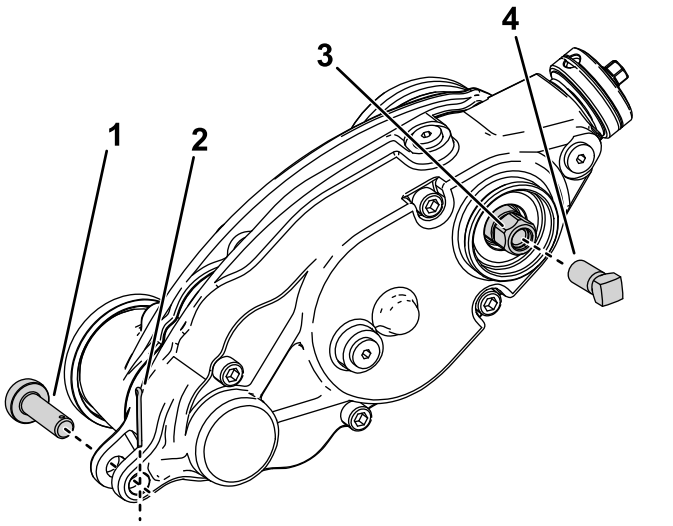

Figura 28
3. Retire el pasador del regulador y el pasador de chaveta que conectan la caja de transmisión del groomer a los brazos del regulador (Figura 28).
5. Instale el tornillo de refuerzo (pieza n.º 1-803022 – se vende por separado) en las roscas internas del cabezal hexagonal de la transmisión del groomer y apriételo a 13,5 Nm, tal y como se muestra en la Figura 28.
6. Retire la caja de transmisión del groomer del molinete de corte girando el cabezal hexagonal de la transmisión del groomer (Figura 28).